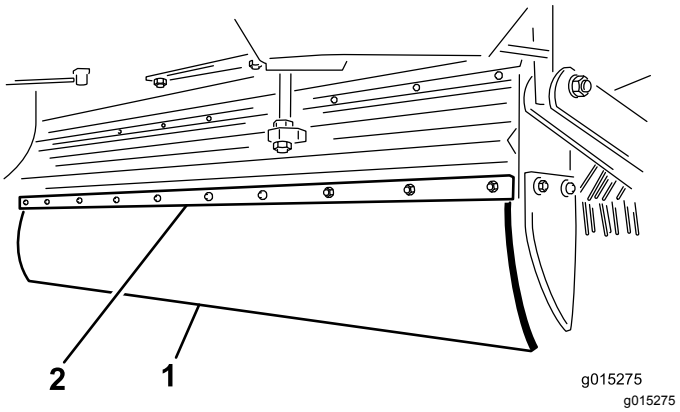

Figur 25
2. Ta bort de tio skruvarna, brickorna och muttrarna på klaffmonteringen och klaffhållaren (Figur 25).